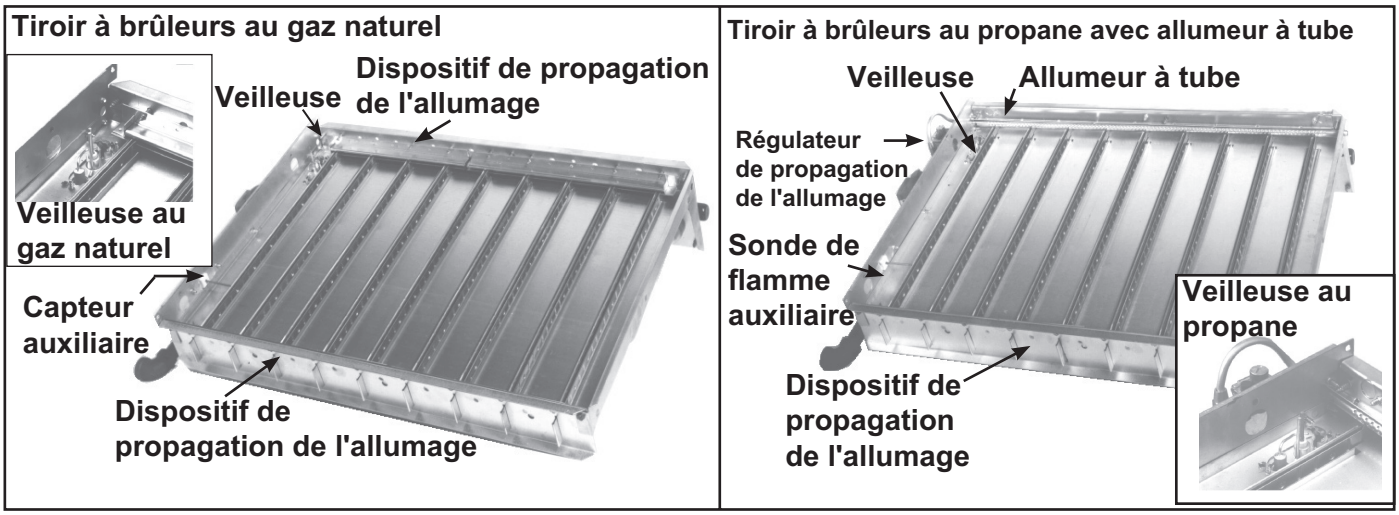

Figure 28. Tiroir à brûleurs typique avec veilleuse
- **Pilot:** La veilleuse (voir **Figure 28**) est un type vertical, à déflecteur et antipoussière. La flamme de la veilleuse doit être d'une longueur approximative de 1-1/4 pouces (31.75 mm). La pression de gaz doit être la même que celle de la conduite d'alimentation (reportez-vous à la section **Pression d'alimentation de gaz**). Le gaz qui alimente la veilleuse provient de la valve combinée; le débit de gaz de la veilleuse se règle par une vis de réglage située sur le bâti de la valve.